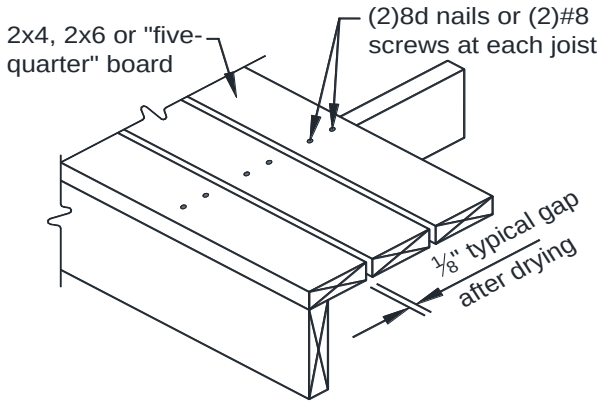

FIGURE 1: TYPICAL DECKING
- Wood decking shall be attached per FIGURE 1. If installed wet, place decking with no gap so after drying a ⅛-inch gap is created.